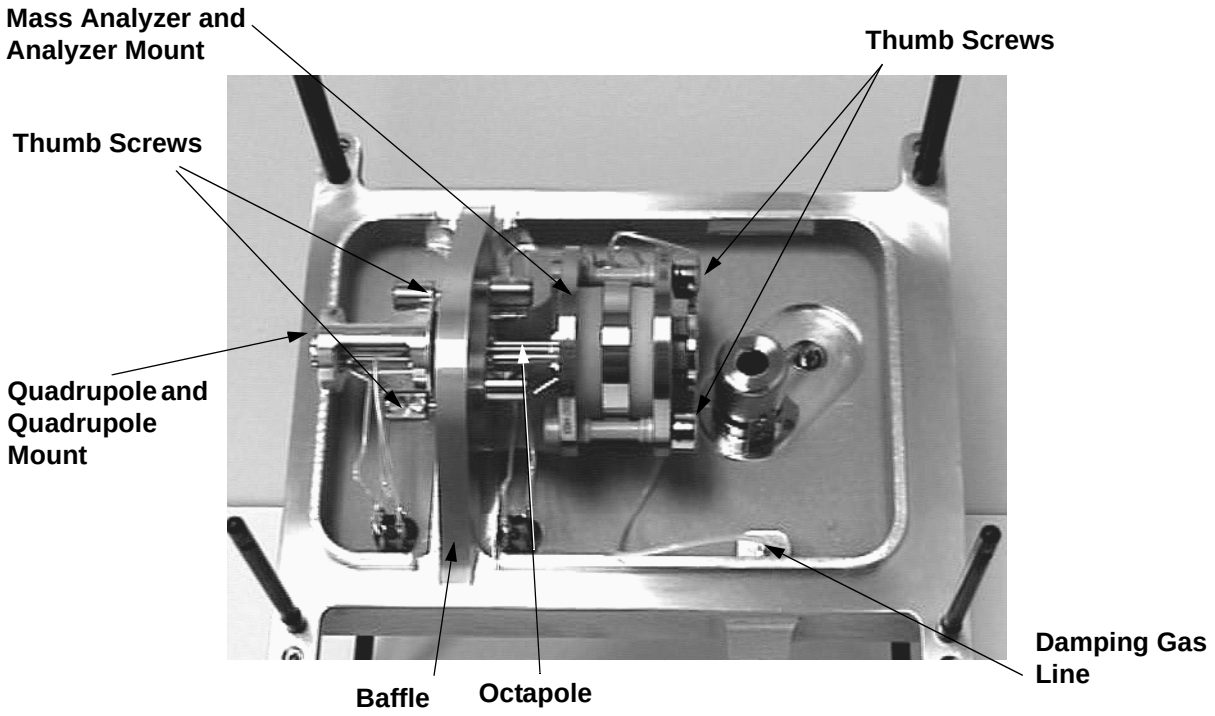

Figure 5-5. Mass analyzer and ion optics, mounted to the baffle on the top cover plate of the vacuum manifold
The ion optics and mass analyzer are mounted on a baffle on the underside of the top cover plate of the vacuum manifold. See Figure 5-5.
1. Insert the cylindrical end of the analyzer mount (with the mass analyzer and second octapole [the octapole with two lead pins] attached) into the opening in the baffle on the top cover plate of the vacuum manifold. Ensure that the open side of the analyzer mount is away from the top cover plate. See Figure 5-5 on page 5-24.